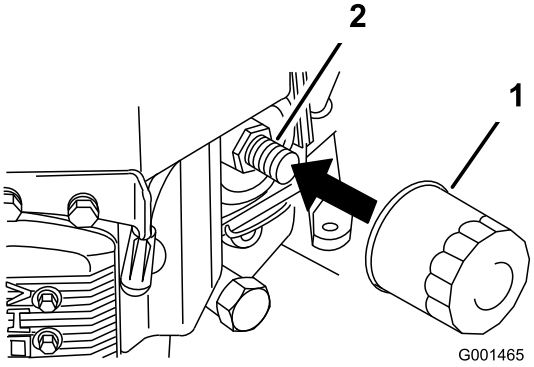

Figura 24
2. Retire o filtro antigo (Figura 24).
3. Aplique uma camada fina do novo óleo na junta de borracha do filtro de substituição (Figura 24).
relógio até a junta de borracha tocar no adaptador do filtro; depois, aperte o filtro mais 3/4 de volta (Figura 24).